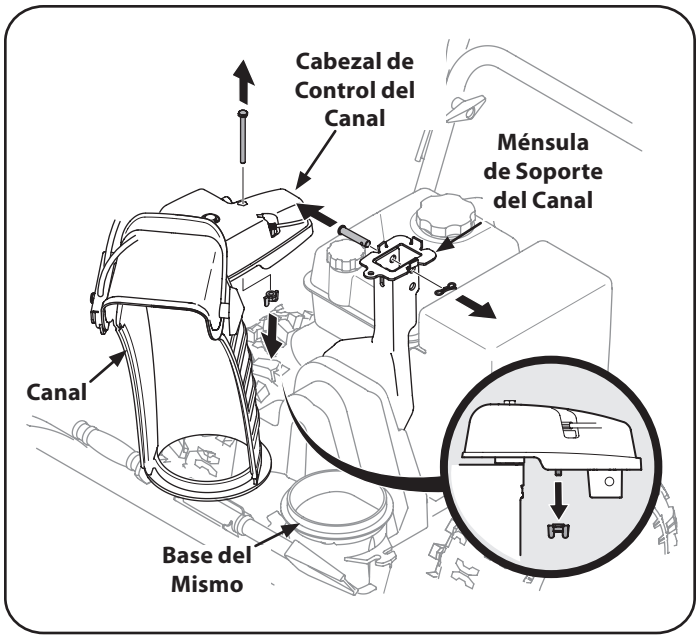

Figura 2
2. Retire el pasador de chaveta, la tuerca de mariposa y el tornillo hexagonal del cabezal de control del canal, y el pasador de horquilla y el pasador de chaveta con unión curva de la ménsula de soporte del canal. Vea la figura 2.